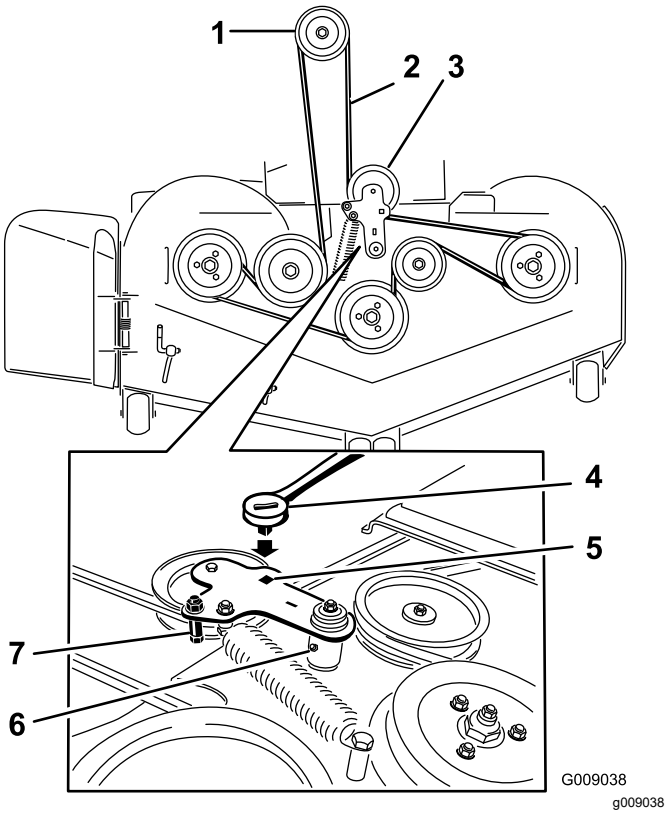
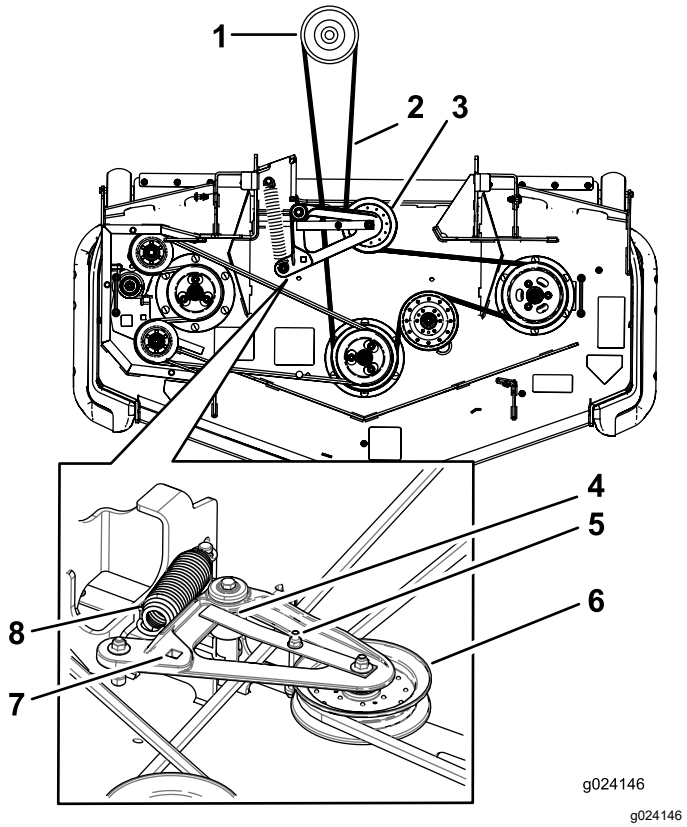

Figur 118
Figur 119
5. Løft vognbunden op, og sæt en skralde i det firkantede hul i skjoldstyrearmen. (Figur 118 eller Figur 119).
6. Drej skjoldstyrearmen med uret, løft op i tappen på remstyret (kun maskiner med bagudkast), og fjern plæneklipperremmen (Figur 118 eller Figur 119).